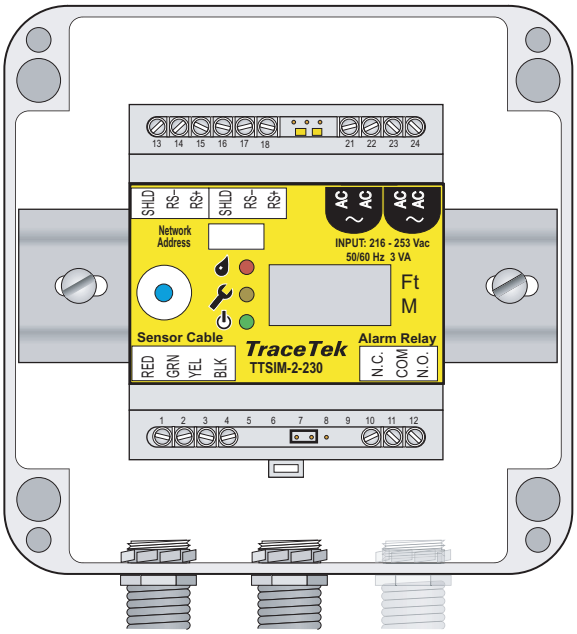

Abbildung 2. Montage im Gehäuse
Montage TTSIM-2 mit IP 56Gehäuse (optional) (Abb. 2)
- Eine typische Installation für den Betrieb unter freiem Himmel oder unter widrigen Umgebungsbedingungen erfordert drei Öffnungen im TTSIM-ENC-Gehäuse: eines für die Zufuhr von Versorgungsspannung und Bus, ein weiteres für die Ableitung von Versorgungsspannung und Bus sowie ein drittes für die Verbindung zum Sensorkabel (Abb. 2).